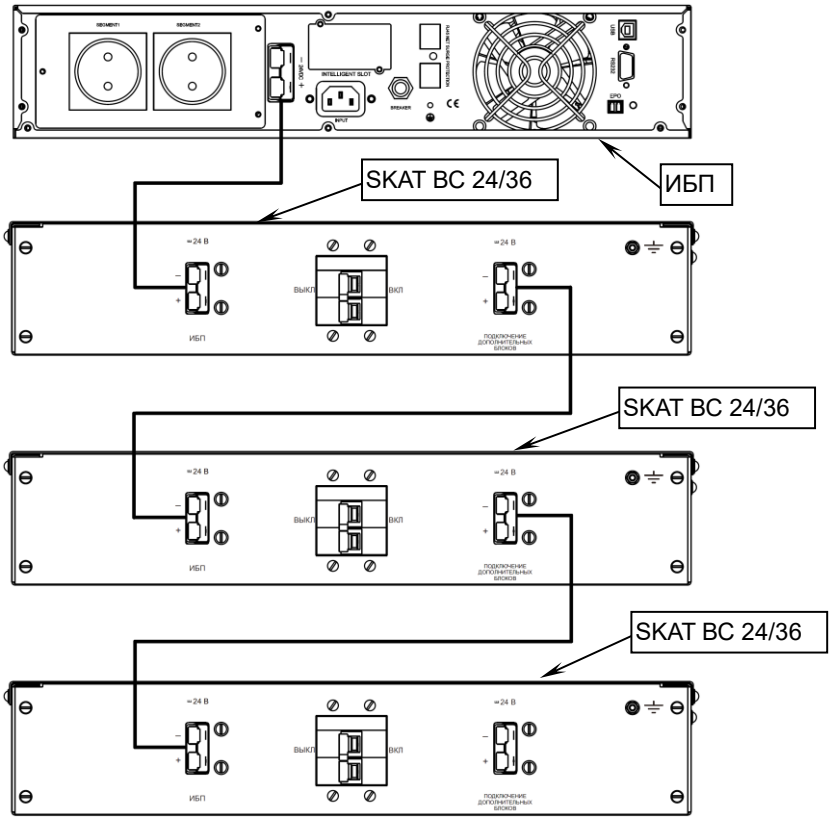

Рисунок 5 — Подключение ИБП и дополнительных батарейных блоков
- соедините кабелем (входит в комплект поставки) разъем изделия с маркировкой «ИБП» с разъемом для подключения аккумуляторной батареи источника бесперебойного питания (см. рисунок 5);